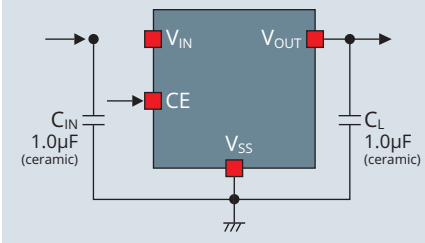

Figure 1: Typische Applikation
Diese Eigenschaft wird auch »Fast Transient Response« genannt. Die High-Speed Klasse hat im Vergleich zu der Low Power Klasse typischerweise auch eine besser PSRR Performance. Dies war bis jetzt der traditionelle Zugang bei LDOs. Mit dem neuen XC6237 LDO der Low Power und High-Speed vereint, gilt dies nicht mehr! Durch die zusätzliche TOREX eigene »Green Operation« (GO) Technologie setzt der XC6237 auch eine neue Bestmarke in High Performance bei LDOs. Die Kombination von sehr kleinem Eigenstromverbrauch mit High Ripple Rejection und Fast Transient Response macht den XC6237 zu einem in vielen Applikationen einsetzbaren Regler. Mit der im letzten Fertigungsschritt fixierten Ausgangsspannung (in 50mV Schritten zwischen 1.2V bis 5.0V bestellbar) werden zusätzlich nur zwei kleine 1.0µF Keramikkondensatoren, wie in Figure 1 gezeigt, benötigt.